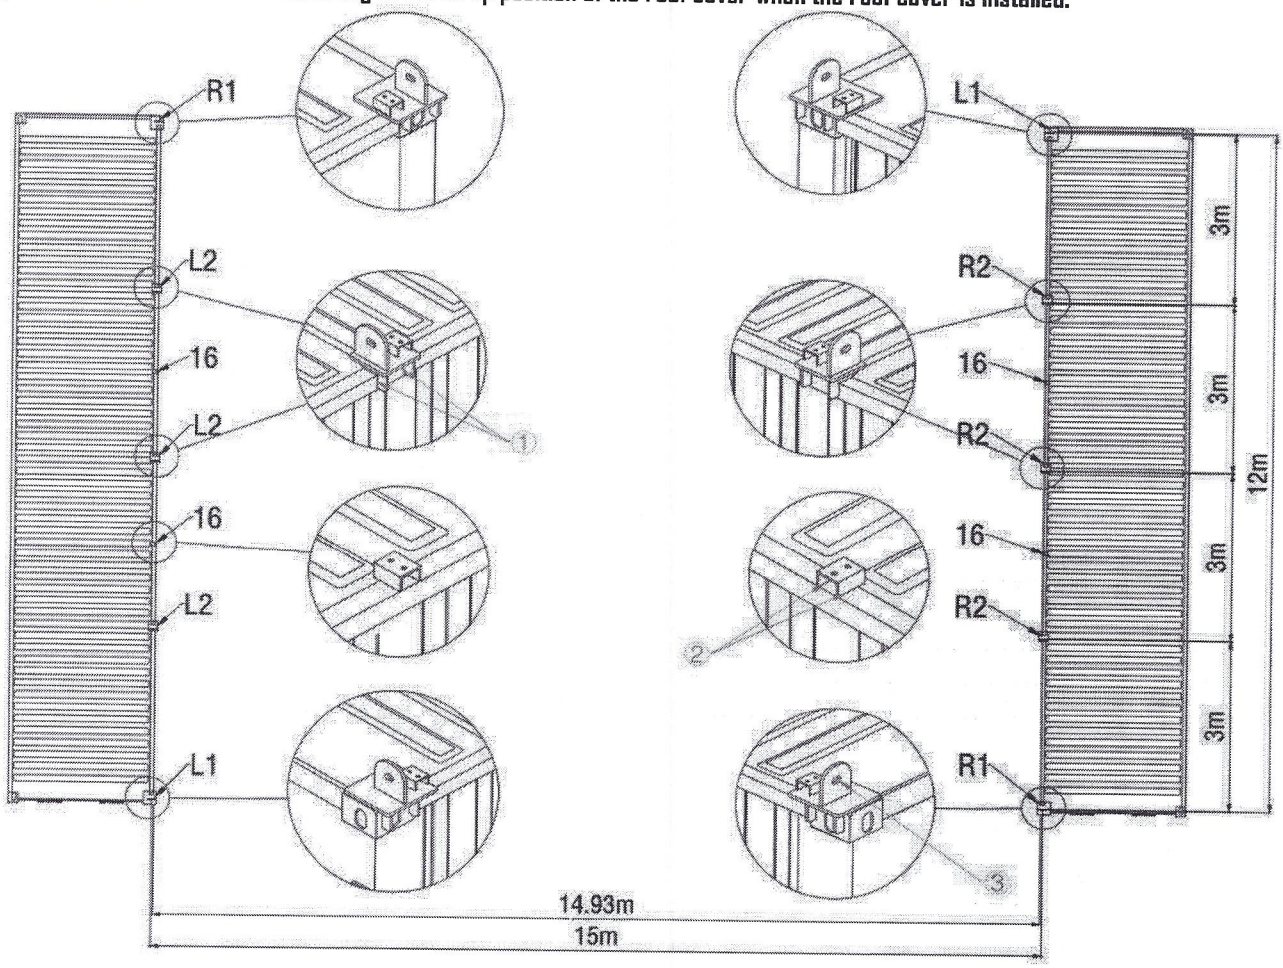

Figure 1
B.**Measure diagonally from centre to centre of the tubes.** These measurements should be the same as below Figure 1 shows.**Base plates (L1/R1/L2/R2)must be fully welded inside and outside. Part no.16 doesn't need to be welded in advance.The welding position can be determined according to the strap position of the roof cover when the roof cover is installed.**